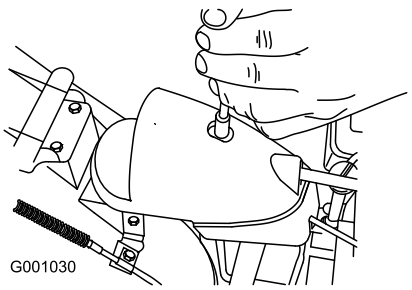

Figur 52
1. Fjern festene på girdekslet (Figur 52), løft fronten på dekslet opp og skyv det bakover så det ikke er i veien.